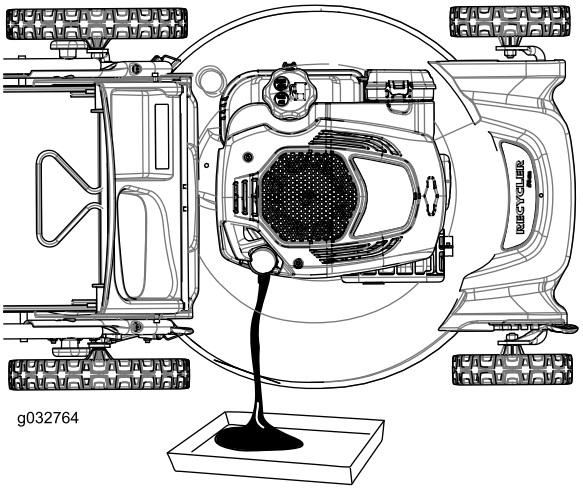

Rysunek 26
7. Przechyl maszynę na bok, z szyjką wlewu oleju skierowaną do dołu, aby spuścić zużyty olej przez szyjkę wlewu do miski drenażowej (Rysunek 26).